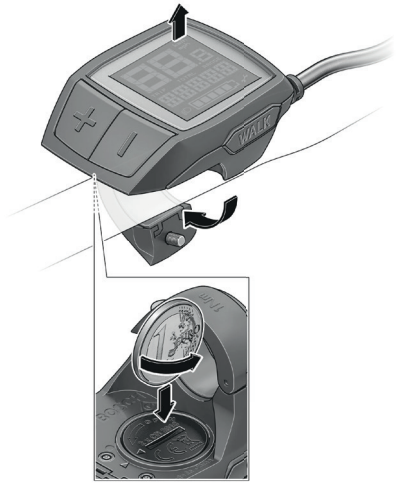

Abbildung 33 : Wechseln der Knopfzellen im Purion-Display
3. Öffnen Sie die Batteriefachabdeckung **99**, indem Sie sie mit einer Münze gegen den Uhrzeigersinn drehen (siehe Abbildung 33).